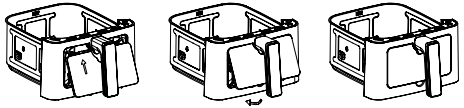

Fig. 3
**ATTENTION!** For easy cleaning, the air fryer's viewing window can be removed. After cleaning, it must be reinstalled. To do this, follow the steps shown in Figure 3.